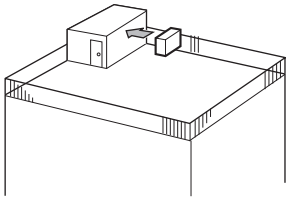

Fig. 1-3
① Face the air outlet towards the nearest available wall about 35 cm away from the wall. (Fig. 1-3)